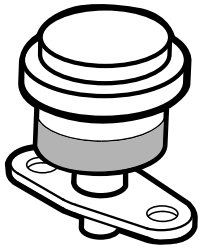

Figur 50
Efterse kun primærluftfilteret, når serviceindikatoren (Figur 50) viser, det er nødvendigt. Hvis du udskifter luftfilteret, før det er nødvendigt, øger du blot risikoen for, at der kommer snavs ind i motoren, når filteret afmonteres.
1. Kontroller indikatoren for filterblokering. Hvis indikatoren er rød, skal filteret udskiftes (Figur 50).